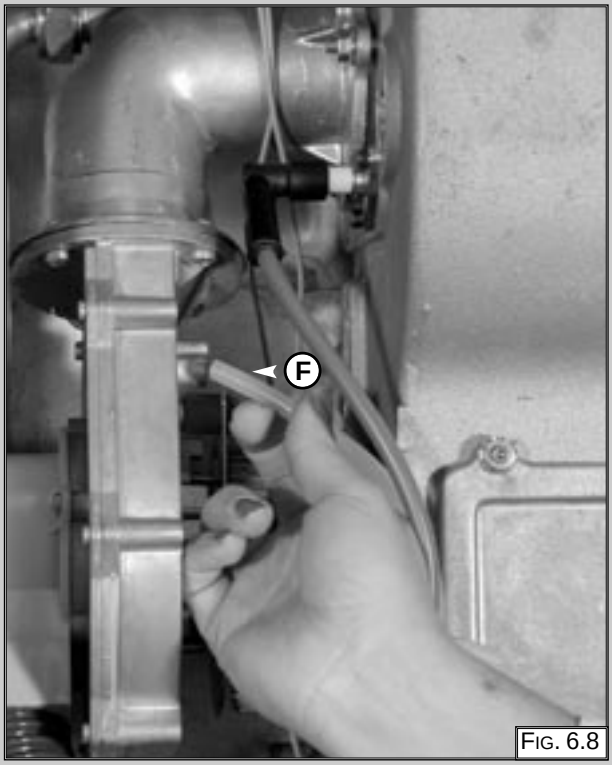

Fig. 6.8
2. Disconnect the compensation tube “F” (Fig. 6.8);